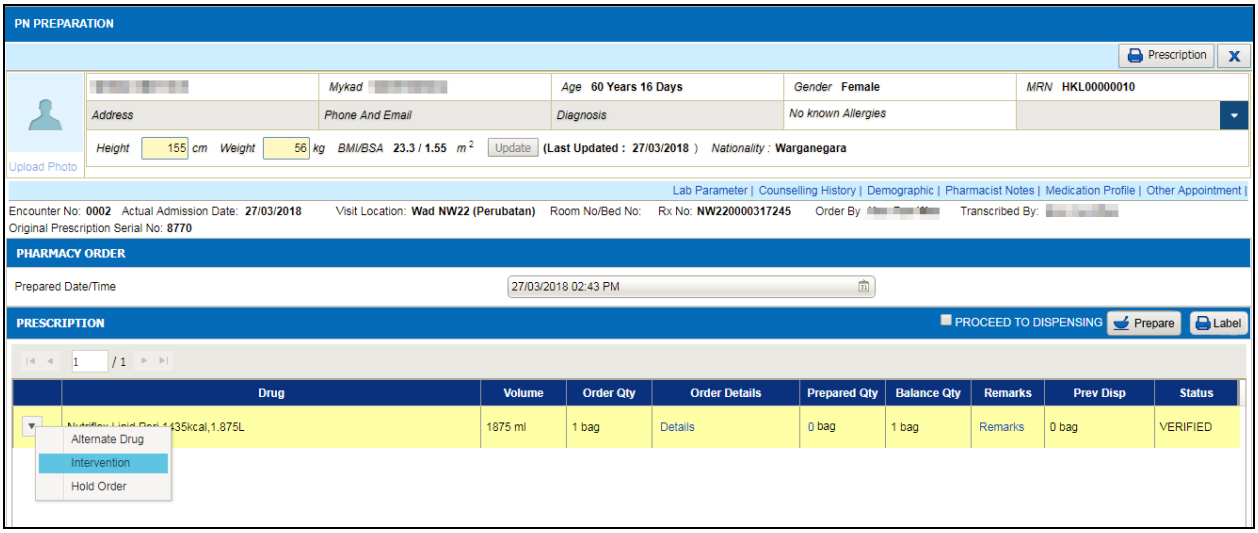
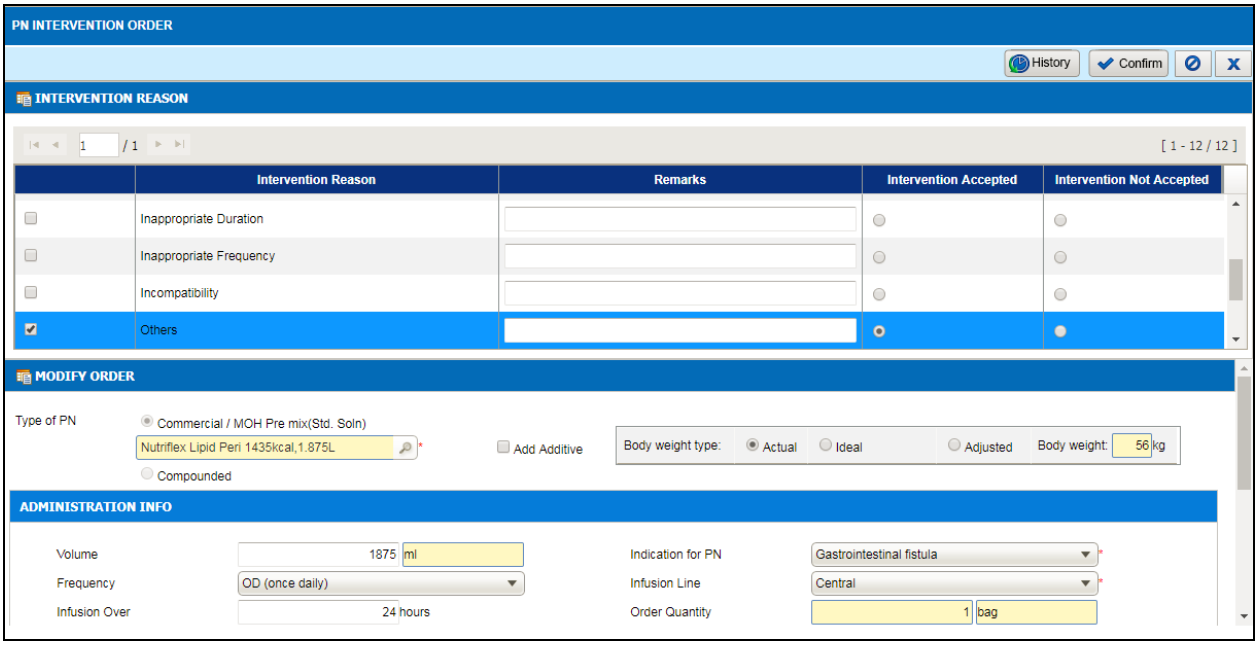

Figure 4.8-1 PN Preparation
Figure 4.8-2 PN Preparation Intervention
- *Click on the button to select **Intervention** as per Figure 4.8-1 to modify drug details as per Figure 4.8-2.*